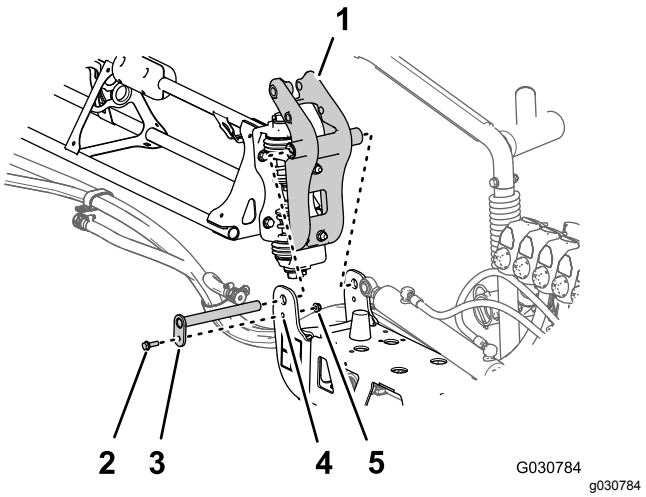

Figuur 121
3. Lijn de lagers in de draaifitting uit met de openingen in de flenzen van de draaibeugel aan het uiteinde van de middelste spuitboom (Figuur 121).